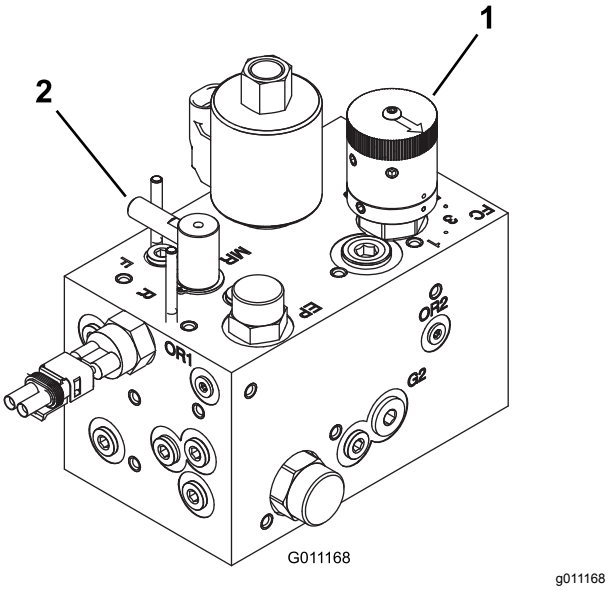

Figuur 76
3. Zet de wethendel in de stand R. Draai de toerenregelaar van de messenkooien naar stand 1 (Figuur 76).